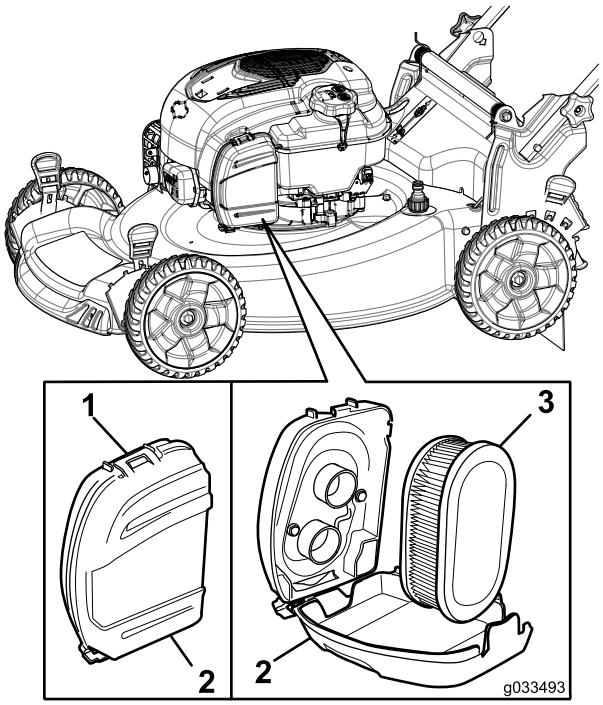

Figur 30
1. Fjern klemmen på den øverste del af luftfilterdækslet (Figur 30).
2. Fjern luftfilteret (Figur 30).